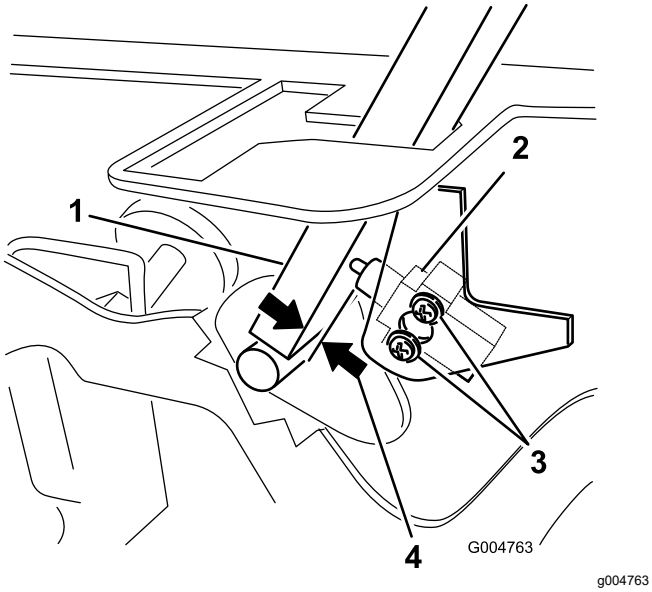

Figur 49
3. Lossa de två skruvarna som fäster säkerhetsbrytaren (Figur 49).
4. Håll rörelsereglaget mot ramen och flytta brytaren mot reglaget tills avståndet mellan reglaget och brytaren är 0,4–1 mm. Se Figur 49.